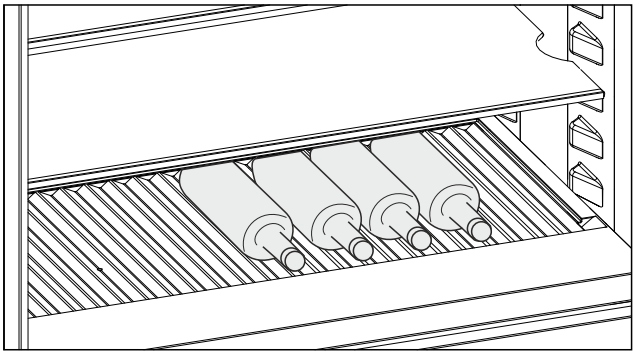

Fig. 207 Reprezentare exemplificatoare
▶ Introduceți sticlele cu fundul în spate, către peretele posterior. (vezi Fig. 207)